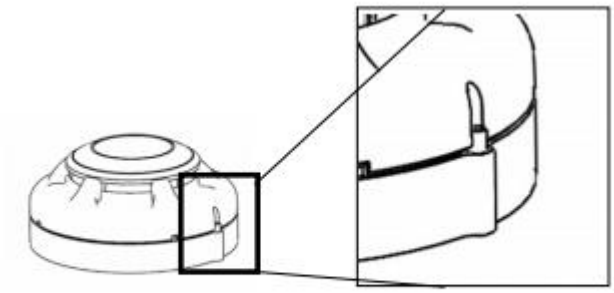

Figure 11: Position of the locking screw to lock the detector
3. Install the detector into the mounting base, making sure the wiring does not obstruct mounting of the detector head. Push the detector into the mounting base while turning it clockwise until the detector locks into place. Use a small hexagonal wrench to set the tamper resist feature (if required), see Figure 11.
The VDOT-UB series, VDOT-S6 Base, and VDOT-STB series of smoke/heat detector mounting bases have a tamper resist feature that works in conjunction with the detectors. When this feature is enabled, the detectors cannot be removed from the base without the use of a small hexagonal wrench. To avoid unauthorized removal of the detector, turn the locking screw in the mounting base counter-clockwise until the screw extends out about 4 mm (3/16 in.) from the rim of the base, as shown in the Figure 11.